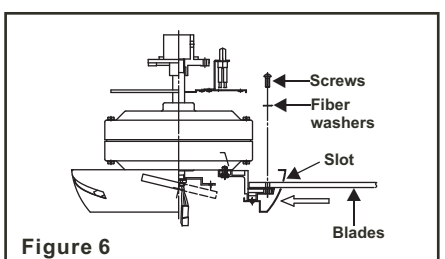

Figure 6
Step 2. Insert the blade through the blade slot in the decorative housing. Align the holes in blade and blade arm, making sure the holes are also aligned and secure with fiber washers and screws provided. Repeat process with other blades. (Fig. 6)